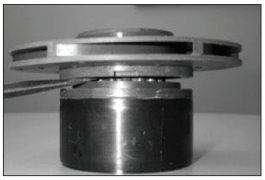

Figure 25
Using the two slots provided, insert a flat blade screw driver into them and pry the impeller (items 4, 4A) up from the body of the inner drive magnet (items 5, 5A). Once a gap has been established, work around the perimeter to evenly increase the gap until the impeller can be removed. See figure 25.